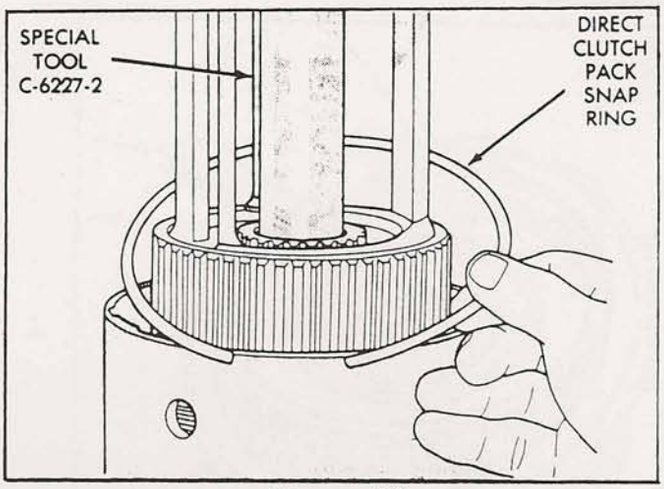

Figure 20
30. Install direct clutch snap ring, shown in Figure 20, and be VERY sure snap ring is fully seated in groove.